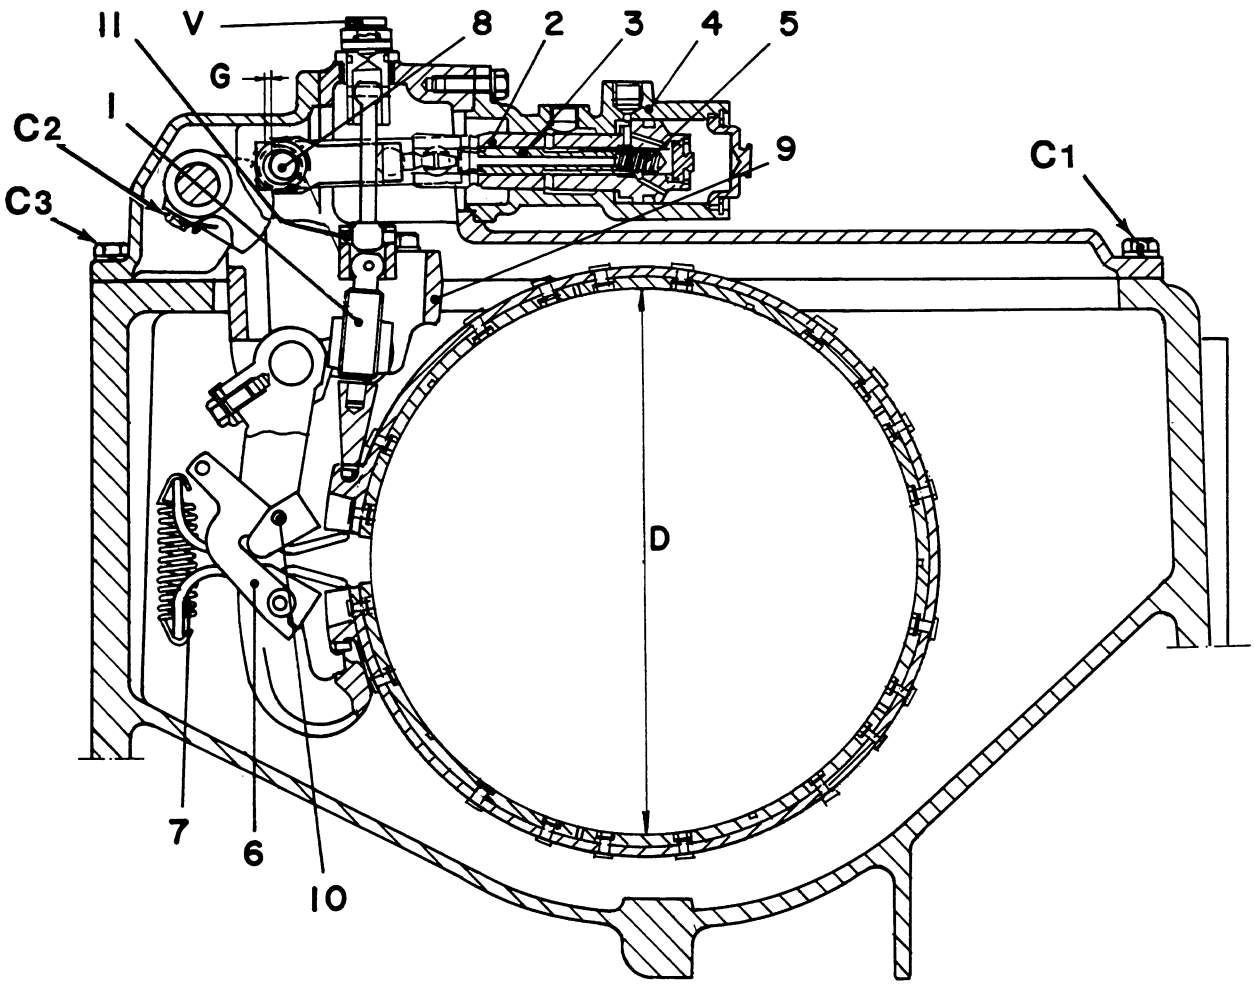

Fig. 11-1 - Brake cross section
11.1.4 Remove the capscrews (C3) Fig. 11-1 attaching the brake linkage cover to the top of the final drive housing.
Tighten screws (V, fig. 11-1) to 7.8 daNm or 58 ft. lb. and back off through two turns referring to the mark stamped on screw head.
Steering clutch drum outside diameter (D, fig. 11-1)	340 mm 13.4 in